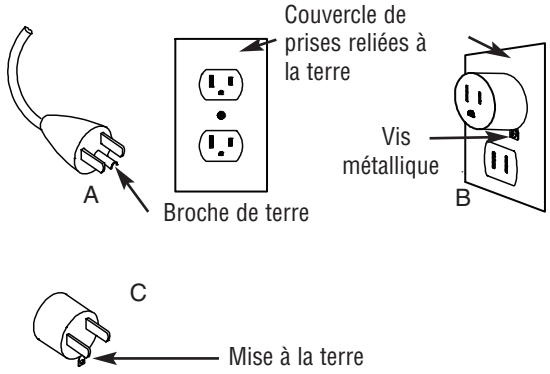

Figure 3
10. Ce radiateur est livré avec une fiche d'alimentation à trois lames pour liaison de terre (Voir la Figure 3). Toujours se connecter à une prise secteur reliée à la terre.
3. Cet appareil de chauffage est prévu pour une alimentation sur secteur 120 V. Son cordon d'alimentation comporte une fiche (A sur Figure 3). Un adaptateur est également disponible (C) pour relier des fiches à trois broches dont une de terre à des prises secteur à deux douilles seulement. La patte de mise à la terre qui sort de l'adaptateur doit être reliée à une bonne terre permanente, comme sur une boîte de prises. Cet adaptateur ne doit pas être utilisé s'il y a des prises secteurs à trois douilles dont une de terre disponibles.